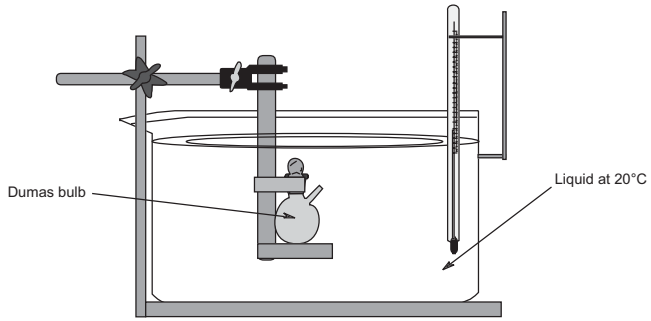

Fig. 9.9. The Dumas Apparatus
Principle: A known weight of a volatile substance solid or liquid is vapourized in a long tube (see Fig. 9.9) to displace a volume of air, equal to volume of vapour formed. Noting the volume of vapour displaced and its pressure and temperature, we can calculate the vapour density of substance:
J.B Duma's designed the apparatus in the year 1800-1884. This apparatus consists of a bulb better known as Dumas' Bulb, which has a long narrow neck (see fig. 9.9). It is cleaned, dried and weighted accurately.